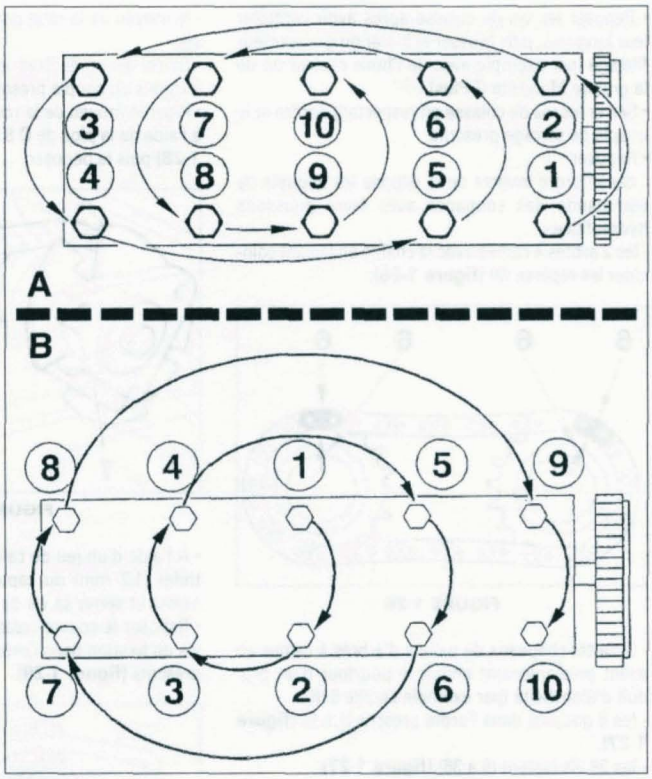

FIGURE 1-25
• Desserrer progressivement et dans l'ordre de démontage les 10 vis de culasse **(figure 1-25)**.